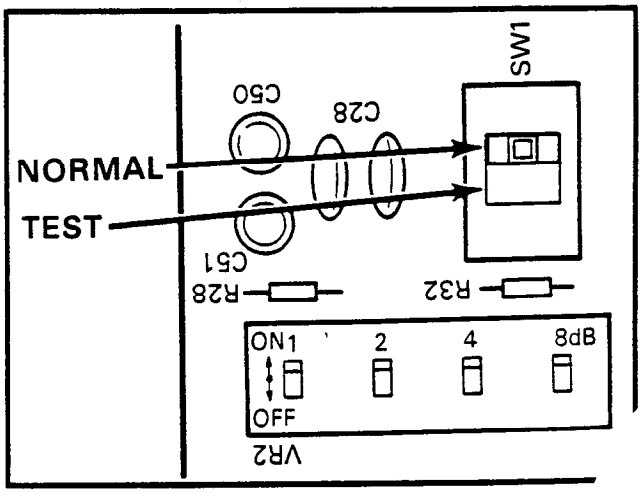

FIGURE 43—HMDB INTERNAL SWITCHES
c) Select **TEST** with **SW1** (see Figure 43).